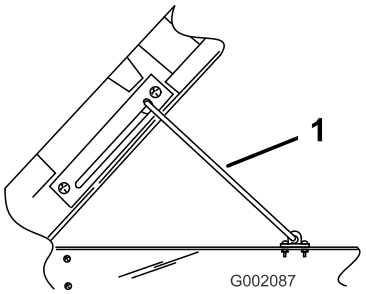

**Figur 15**
2. Säkra lådan genom att skjuta in stöttan i skåran (Figur 15).